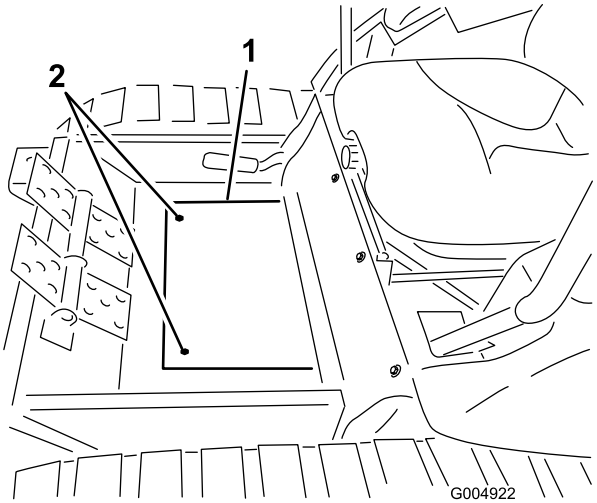

**Rysunek 123**
53. Zamocuj pokrywę płyty podłogowej w ramie zimowej, używając dwóch wcześniej wykręconych śrub (Rysunek 123).